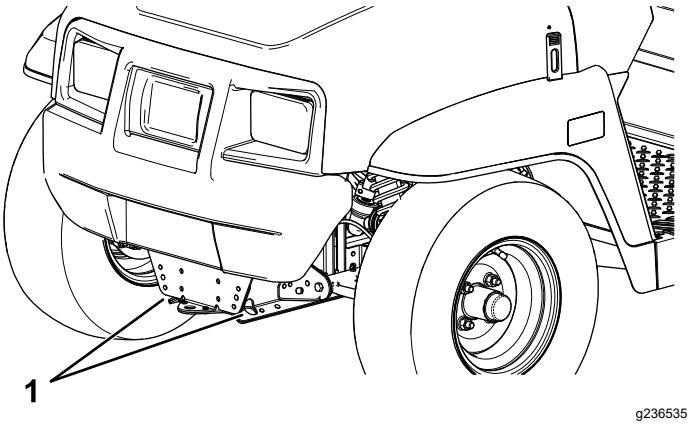
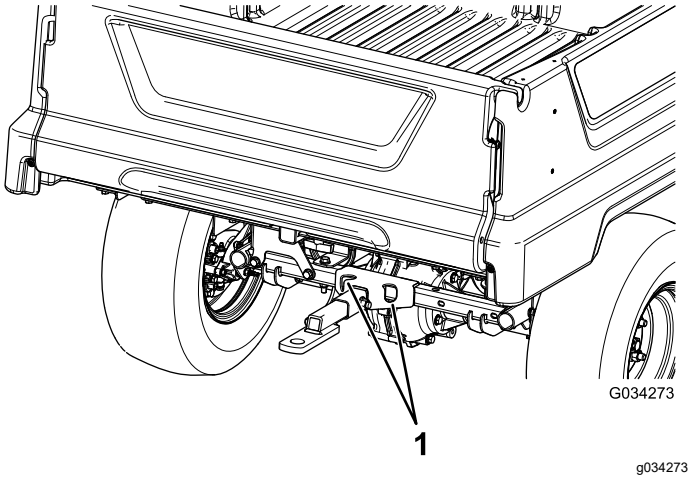

Bild 21
Bild 22
In Bild 21 und Bild 22 finden Sie die Vergurtungsstellen der Maschine.
2. Befestigen Sie ein Abschleppseil an der Zunge vorne am Maschinenrahmen (Bild 21).